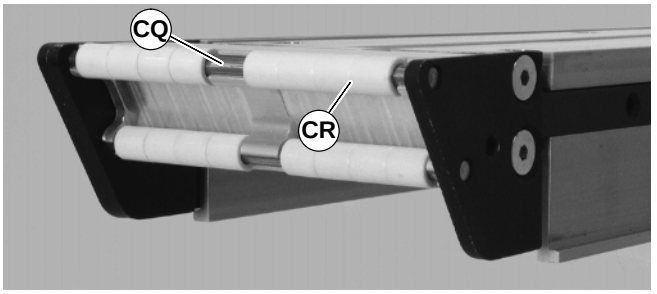

Abbildung 58
3. Die Lagerwelle (CQ siehe Abbildung 58) seitlich aus dem Förderband schieben, und die Lager nach Bedarf (CR) austauschen.